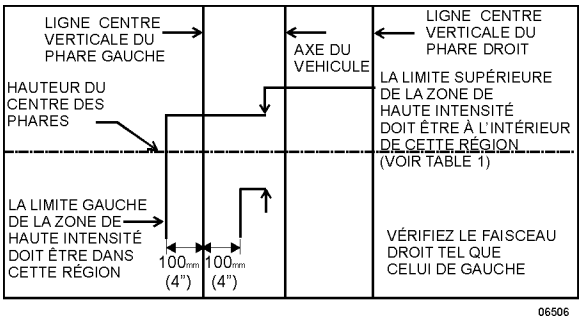

FIGURE 57 : LIMITES D'INSPECTION D'ORIENTATION DES FEUX DE CROISEMENT
7. Les limites d'inspection en verticale pour les feux de croisement ou les feux de croisement d'un projecteur à double faisceau sont tels que décrits dans le tableau 1. Dans le sens horizontal, le bord gauche de la zone longue portée doit être situé de 10 cm (4 po) à gauche à 10 cm (4 po) à droite de l'axe vertical du faisceau. L'écran de réglage doit être situé 7,6 m (25 pi) devant le véhicule (Figure 57).